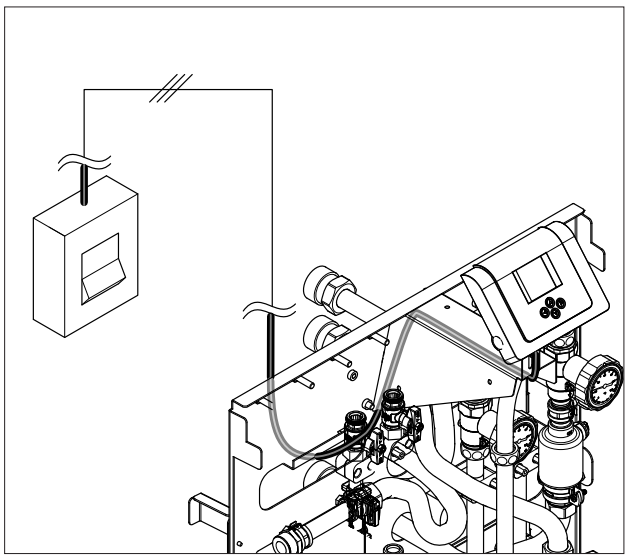

*Abb. 49 Netzanschluss über Hauptschalter.*
- Der Netzanschluss erfolgt über ein dreiadriges Kabel (Mindestquerschnitt 3 x 0,75 $mm^2$) und einen gut zugänglichen Schalter, über den der Systemregler RATIOcompact stromlos geschaltet werden kann. Kabelhüllrohr verwenden (in Abb. 49 nicht dargestellt)! Der Schalter sollte für Kinder unzugänglich positioniert werden, um Fehlbedienungen zu vermeiden.